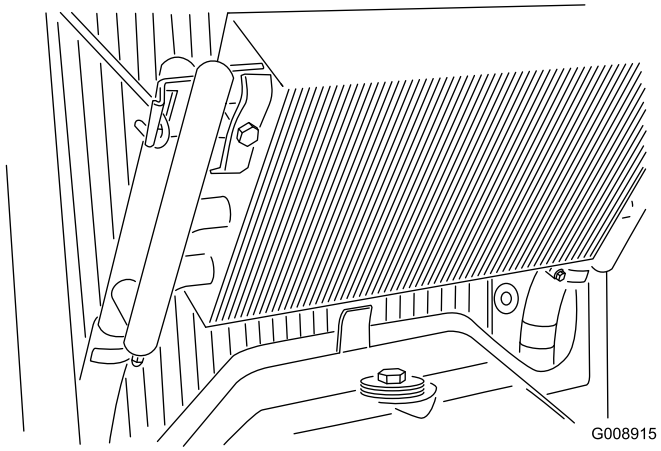

**Figur 51**
3. Lås upp oljekylaren och luta den bakåt (Figur 51). Rengör noga båda sidor av oljekylaren och kylaren med vatten eller tryckluft. Sätt tillbaka oljekylaren på sin plats.